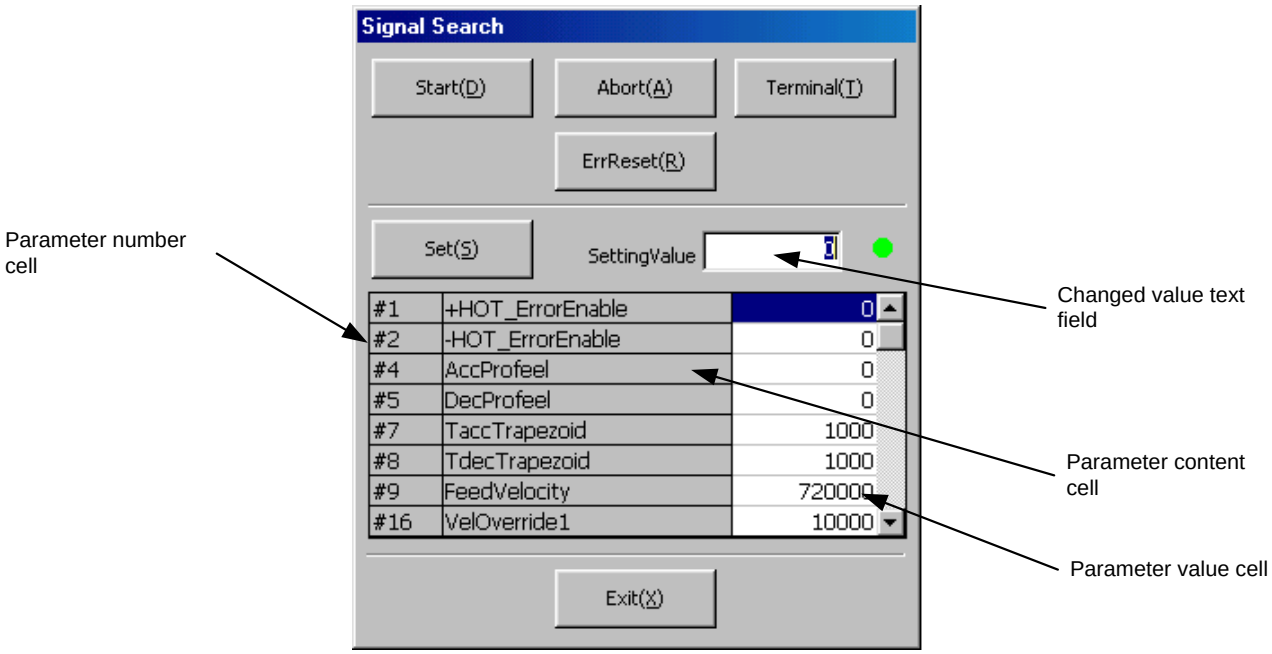

Figure 7.22 "Signal Search" dialog box
1) Click *"Terminal (T)."*
Click *"SignalSearch (S)"* in the "DriveMenu" dialog box to display the "Signal Search" dialog box (see Figure 7.22). If the connection with the driver is established, the current values of the related parameters are read and can be edited.